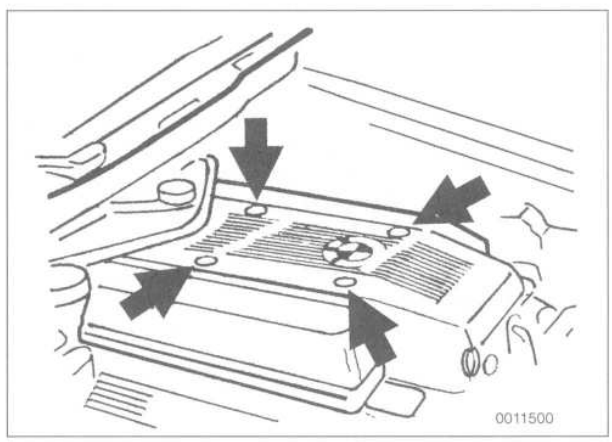

Fig. 22. On M60 engine, remove engine cover by prying out caps (**arrows**) and removing nuts below caps.
- Pry out cover caps and remove nuts from beneath caps. See Fig. 22.
1. Remove the top engine cover. See Fig. 22.